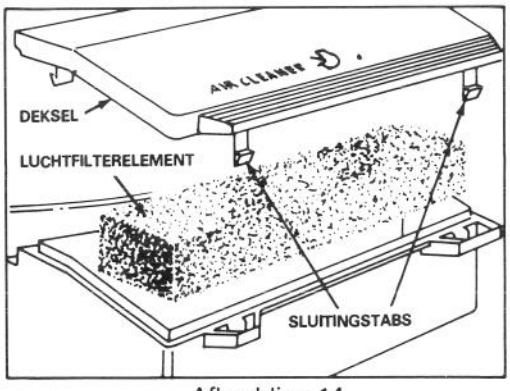

Afbeelding 14
2. Druk de sluitingstabs naar binnen en licht het deksel van de luchtfilter. Maak het deksel grondig schoon (Afb. 14).
3. Wanneer het luchtfilterelement vuil is, verwijder het uit de luchtfilter en maak het grondig schoon (Afb. 14).